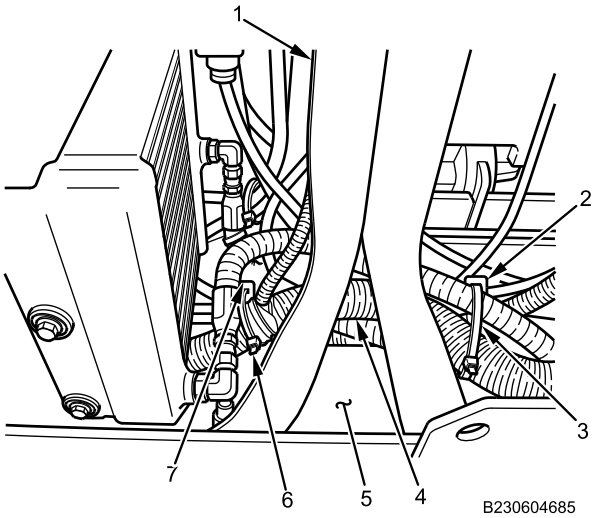

Figure 15. Cable Lock Straps Near Crossmember.
9. Secure rear chassis harness (Figure 15, Item 4) to brackets (Figure 15, Item 2 and 7) on left frame rail (Figure 15, Item 5) near crossmember (Figure 15, Item 1) with two new cable lock straps (Figure 15, Item 3 and 6).